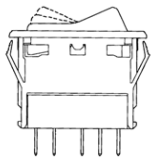

FIGURE 31 : COMMUTATEUR
3. Pour installer un nouveau commutateur, inverser la procédure (**FIGURE 31**).